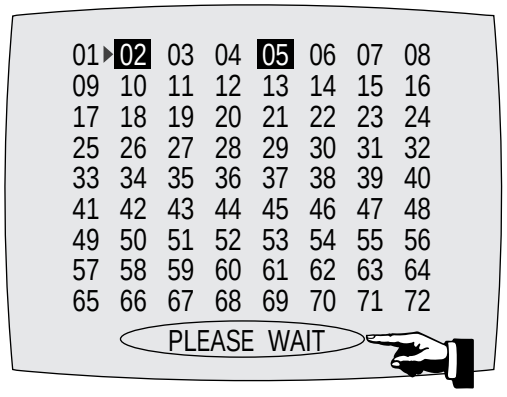

Fig. 5-6
5) Press the “MENU” button of remote control again to store the option number. (“PLEASE WAIT” is displayed for a second as shown Fig. 5-6 and this setting is completed.)